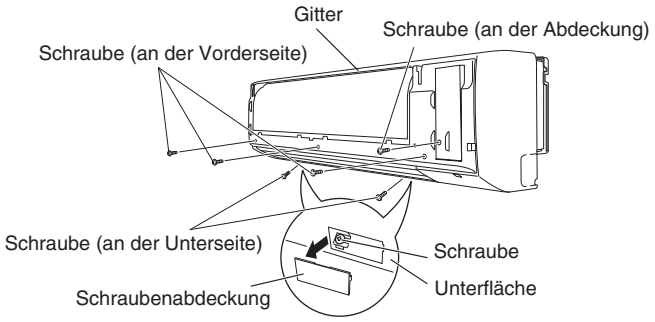

Abb. 3-13
(3) Die drei Schrauben an der Vorderseite der Einheit herausdrehen und die Schraubenabdeckungen an der Unterfläche entfernen. Danach die beiden Schrauben entfernen. (Abb. 3-13)
(4) Die Schraube an der rechten Abdeckplatte entfernen und die Abdeckung entfernen. (Abb. 3-13)